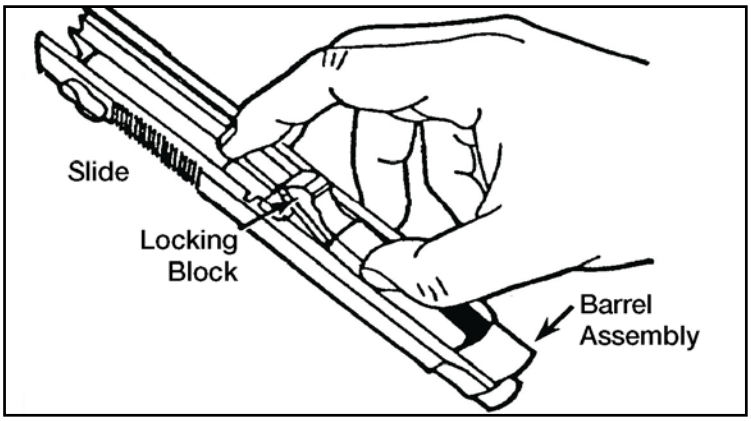

Figure 071-004-0001-5. Insertion of the barrel assembly
a. Grasp the slide with the bottom facing up (figure 071-004-0001-5).